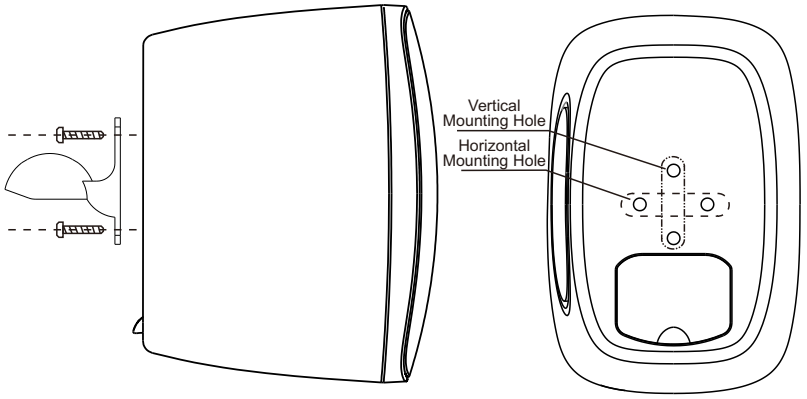

Figure 2
② Please use the M6 screws configured with the product to fix the bracket 1 on the speaker, and you can choose to mount the speaker vertically or horizontally as needed. (As shown in Figure 2)